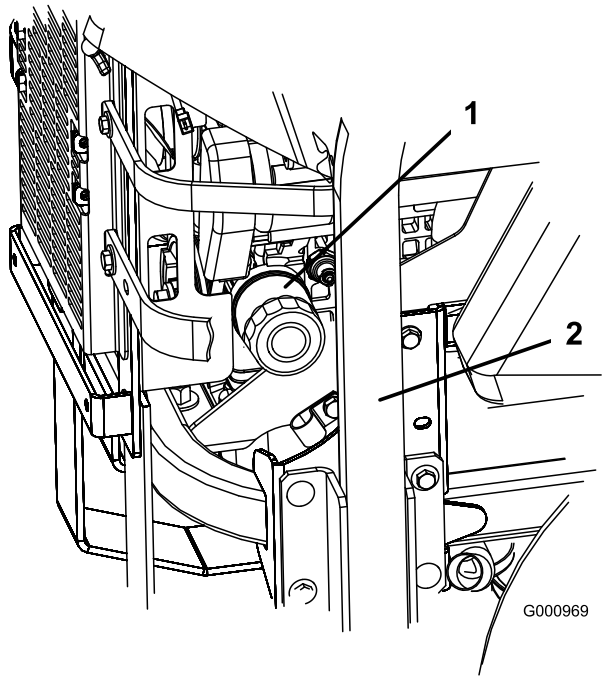
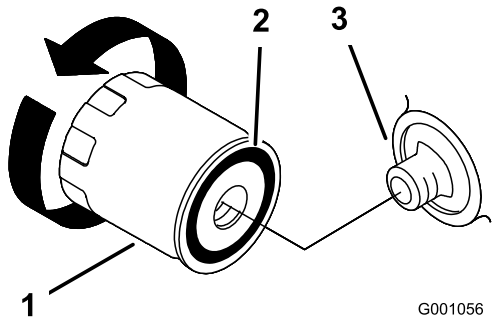

Figur 49
Figur 50
2. Drei filteret mot klokken for å fjerne det (Figur 49 og Figur 50).